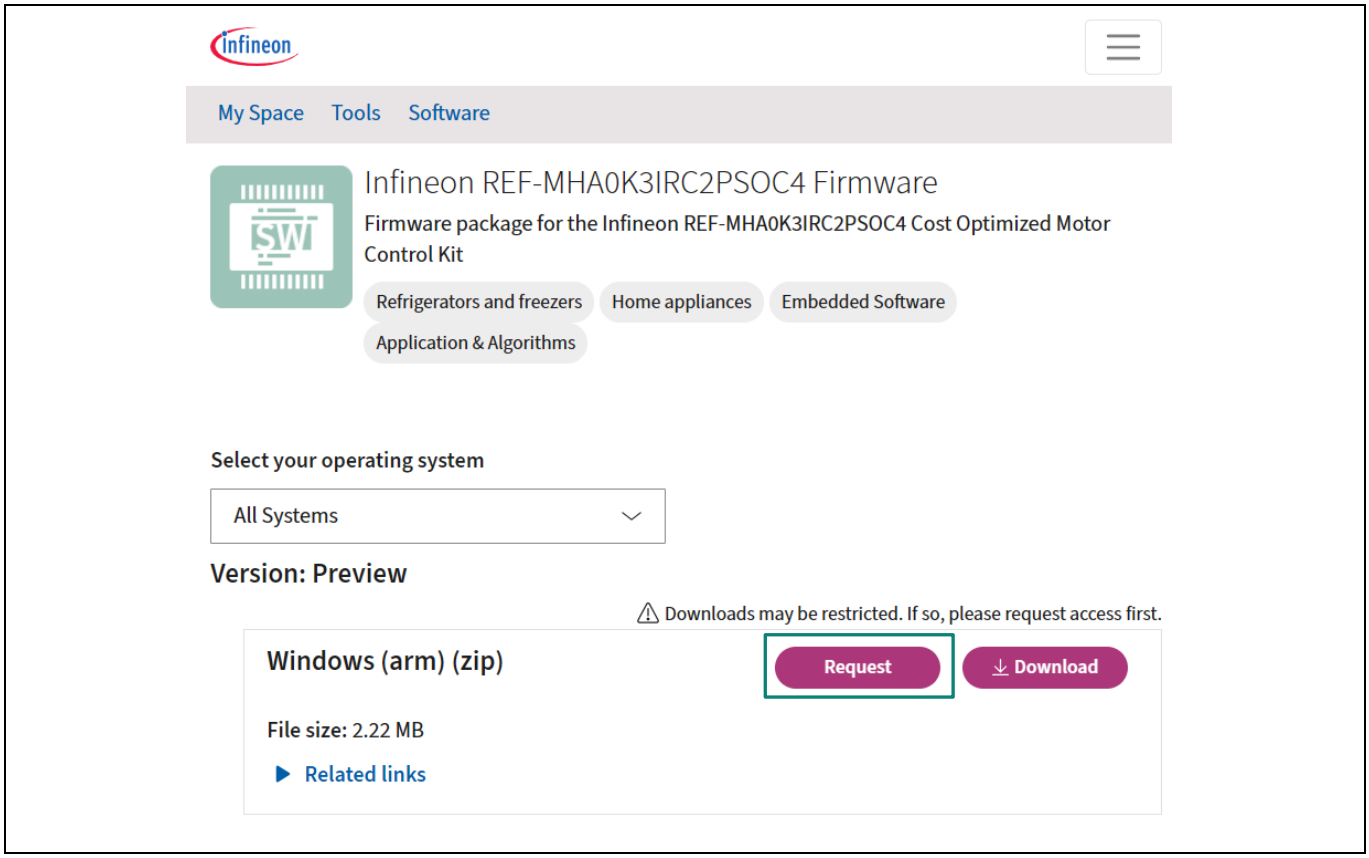

Figure 2 Request Access to firmware package
2. Click on the "**Request**" button on the listed zip package, as shown in Figure 2.